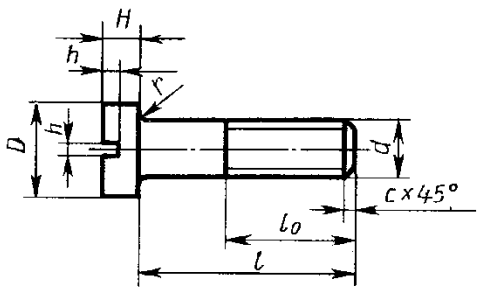

Рисунок 7
3. с полукруглой головкой, ГОСТ 17473 - 80 (рисунок 7);